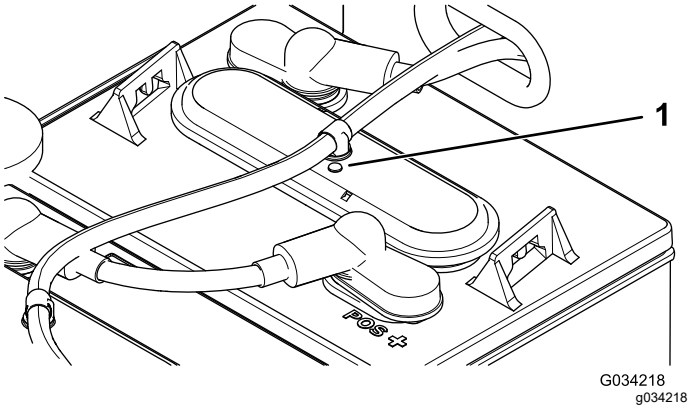

**Figuur 37**
3. Controleer of de oogjes op de accu's zwart of wit zijn (Figuur 37).